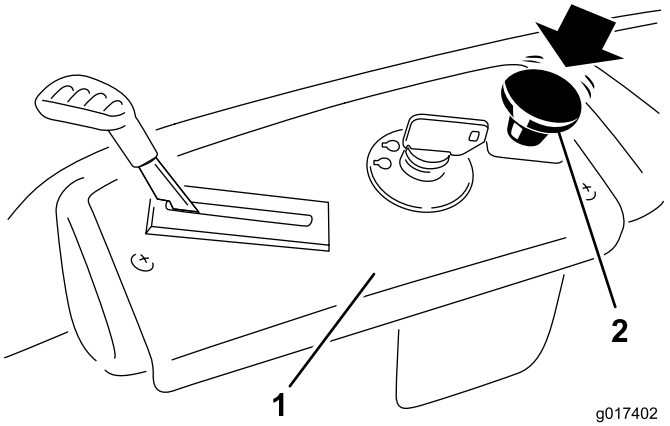

Figur 15
Tryk nedad på kontakten til regulering af skæreknivene, sæt den i positionen Fra, og udkobl skæreknivene (Figur 15).
1. Udkobl skæreknivene ved at flytte kontakten til regulering af skæreknive til positionen Fra (Figur 15).